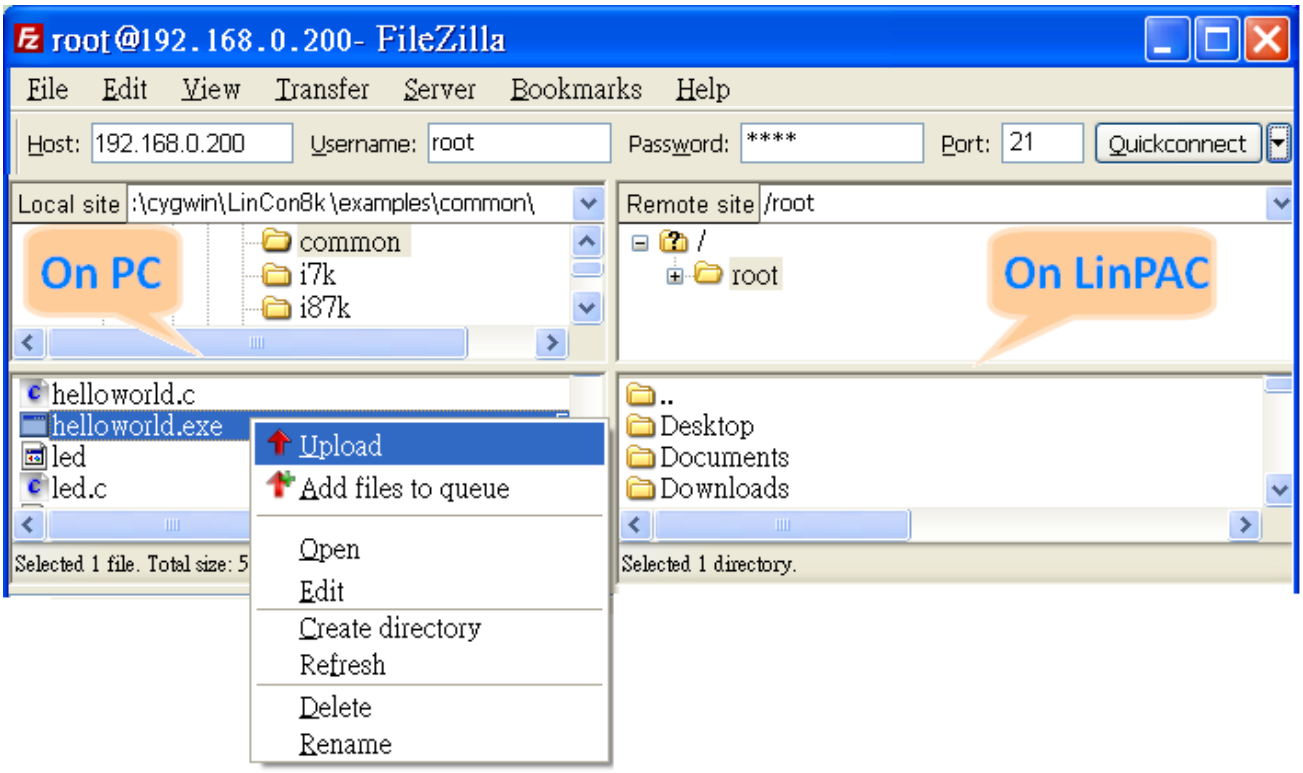

Fig. 5-7
(3) Upload the “**Helloworld.exe**” file to the LP-8x4x. (refer to Fig. 5-7).